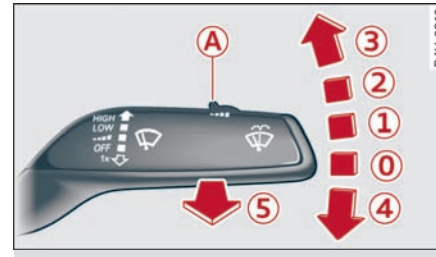

图 45 车窗玻璃雨刮拨杆
▸ 关闭点火开关，然后将车窗玻璃雨刮操纵杆短暂移动到位置 ④ ⇨ *40 页，图 45*。将车窗玻璃雨刮器开到保养位置。
▸ 关闭雨刮（位置 ⓪ ⇨ *40 页，图 45*）。